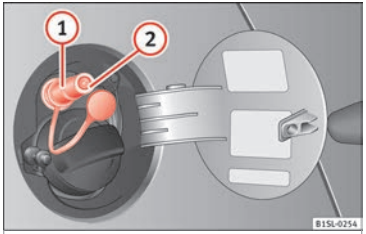

Fig. 166 Tank flap open: gas filler mouth ①, filler mouth retainer ②
- Remove the plug from the gas filler mouth ››› Fig. 166 (1).